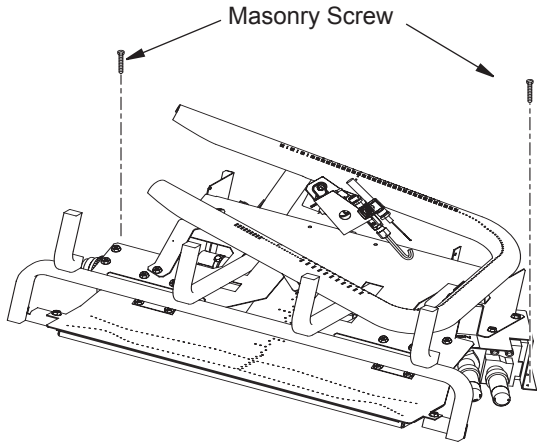

Figure 10 - Attaching Base to Fireplace Floor (Model Shown May Vary from Actual Model)
3. Mark screw locations through holes in front panel of base *(see **Figure 10, Page 8**)*. If installing in a brick-bottom fireplace, mark screw locations in mortar joint of bricks.
6. Attach base, through holes in back side panels of base, to fireplace floor using masonry screws provided in hardware package *(see **Figure 10, Page 8**)*.